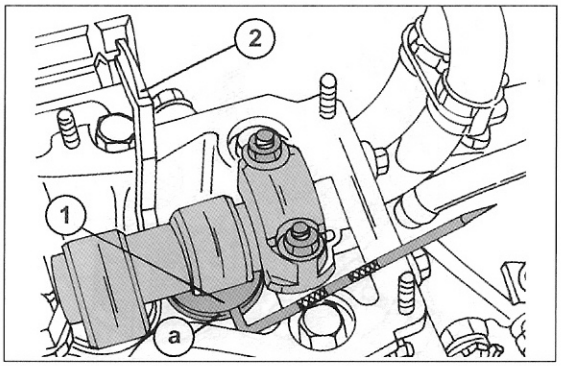

Bild 93
- Die Einstellscheibe mit einem spitzen Gegenstand (Reißnadel) herausdrücken, wie man es in Bild 93 sehen kann. Darauf achten, dass sie nicht in den Zylinderkopf fällt.